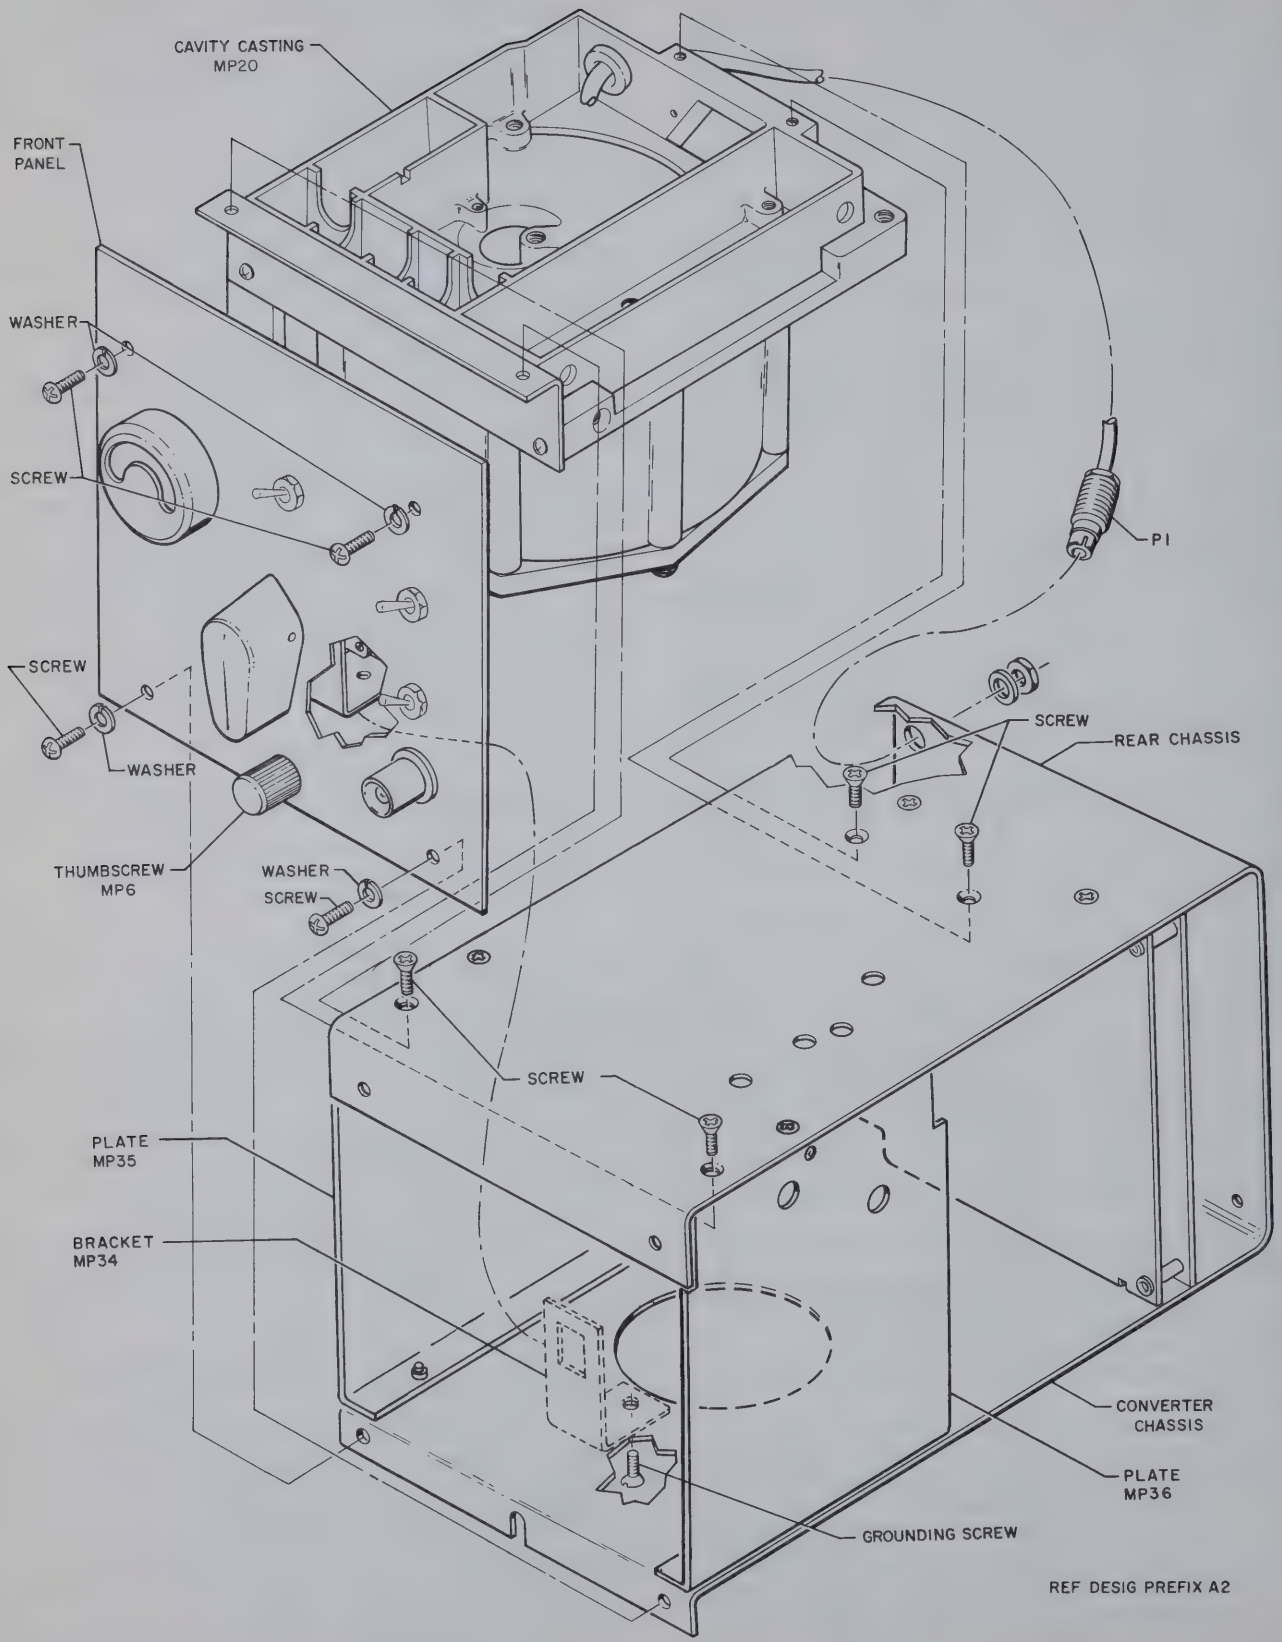
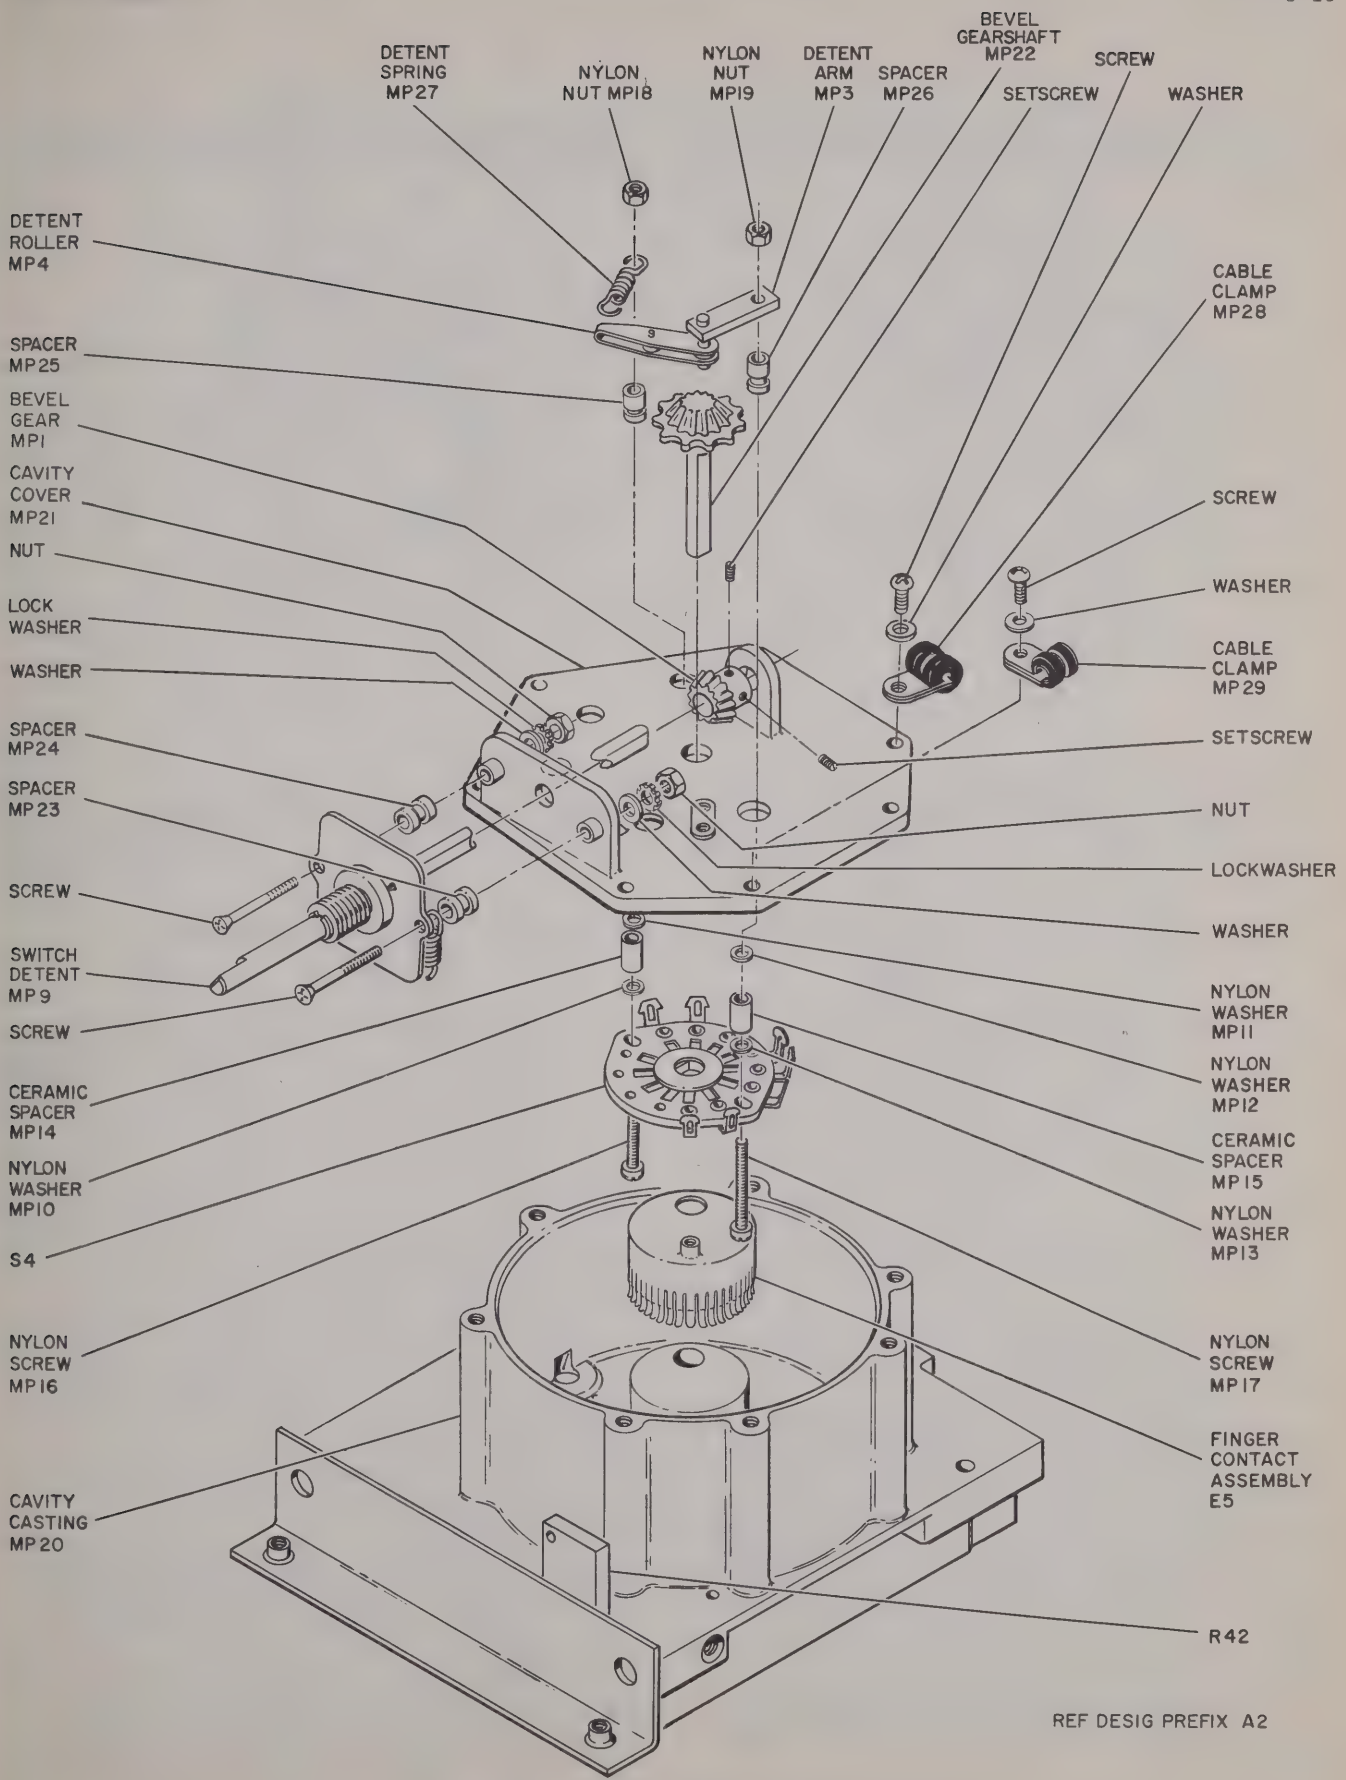
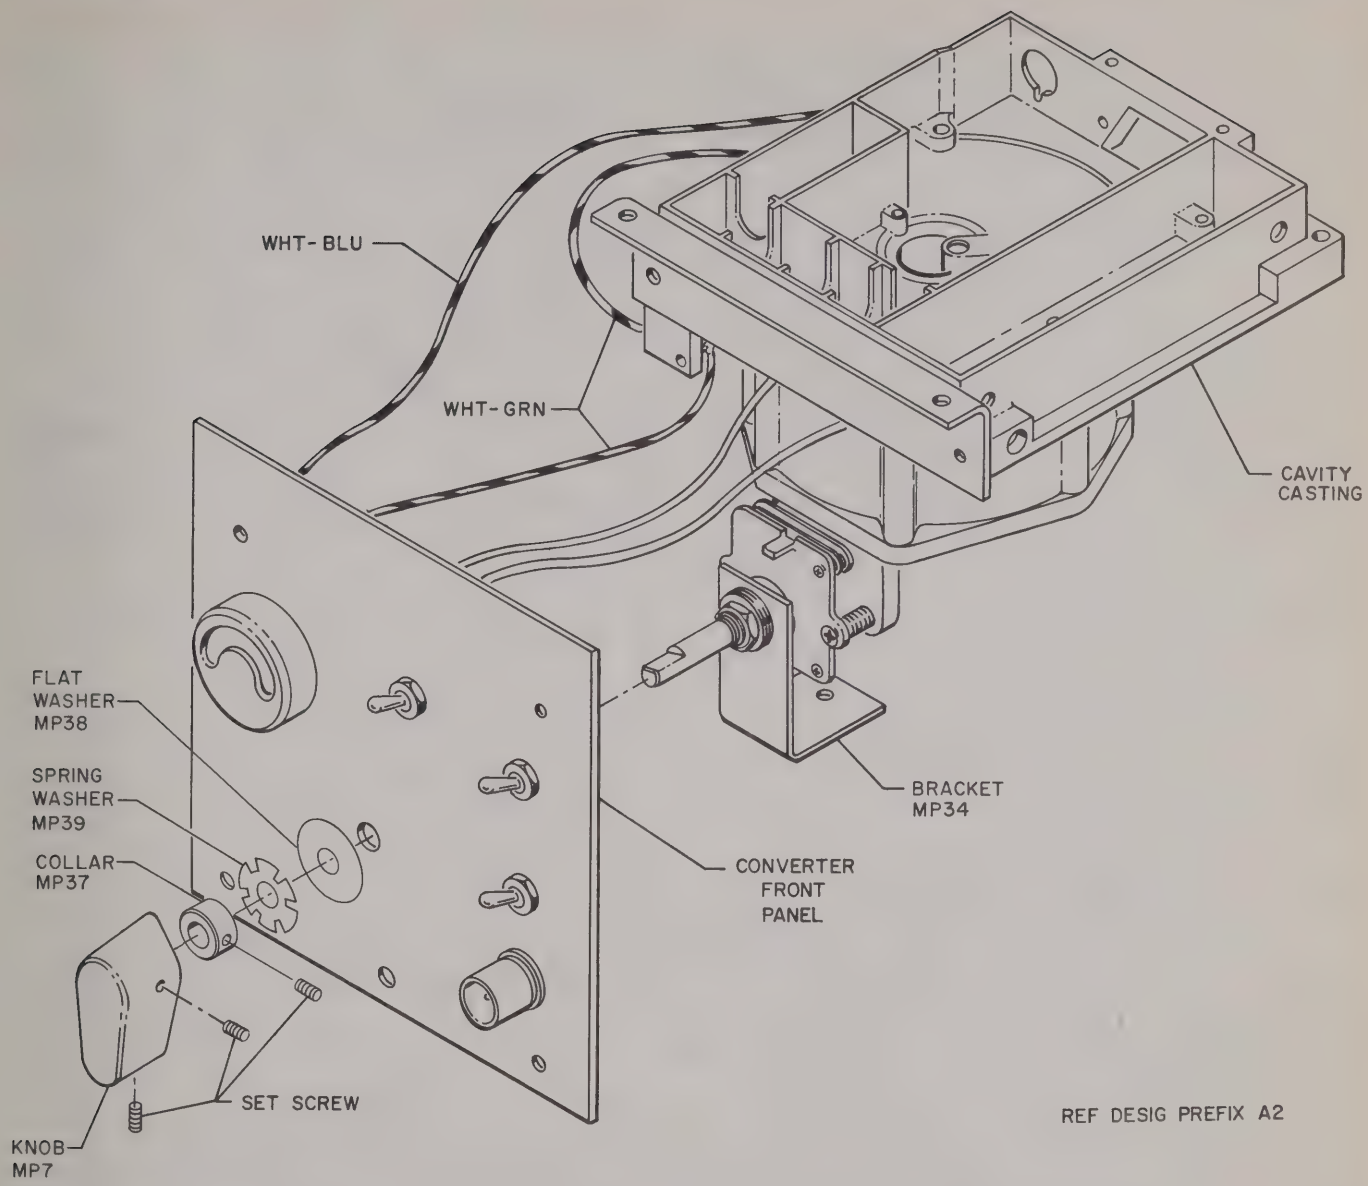

Figure 5-18. Electronic Frequency Converter A2 Exploded View, Front and Rear Chassis Separated
Figure 5-19. Cavity Casting, Exploded View
Figure 5-22. Electronic Frequency Converter A2, Front Chassis, Exploded View
(1) Set counter POWER switch to OFF.
(2) Loosen the thumbscrew at the bottom of the converter, and slide the converter out of the counter.
(3) Remove and save the four screws and washers from the front panel (figure 5-18). Remove and save three screws that fasten plate A2MP35 and remove plate.
(4) Remove and save four screws from top of converter and grounding screw.
(5) Loosen nut that secures bracket to shaft; then push bracket up so that it is free to turn, and turn it away from the bottom of the chassis.
(6) Push bottom of chassis up and unhook thumbscrew.
(7) Remove and save the outside nut and washer of connector A2P1; then slide it out of its mounting hole so that the attached coaxial cable is free to move with the cavity casting.
(8) Separate the converter chassis from the front panel and cavity casting as follows: Swing the front panel slowly clockwise until the cavity casting is mechanically free of the converter chassis and connected only by the three leads. Do not disconnect these leads.
t. ACCESS TO PARTS IN THE CAVITY CASTING.—To gain access to parts inside the cavity casting, first perform the procedure of paragraph 5-5s. Next, remove and save the seven screws and washers from the cavity cover A2MP21 (figure 5-19); then lift the cavity casting up and away.
(1) Perform the procedure of paragraph 5-5t to gain access to the switch.
(2) Unsolder the finger contact assembly A2E5 from the defective switch; then slide the finger contact assembly off the nylon bevel gearshaft A2MP22 (figure 5-19).
(1) Perform the procedure of paragraph 5-5s.
(2) Set the mixing frequency selector switch to 100.
(3) Loosen the two setscrews on the knob MP7 and slide the knob off the shaft (figure 5-22).
(4) Slide the front panel slowly forward until it clears the shaft; then tilt it down to expose the switch detent A2MP9.
(5) Remove and save the two screws, spacers A2MP23 and A2MP24, nuts, and washers that fasten the switch detent to the cavity cover (figure 5-19).
(6) Loosen the two setscrews on the bevel gear A2MP1.
(7) Slide the switch detent forward and, at the same time, slide the bevel gear toward the rear, until the shaft clears the top of the nylon bevel gear-shaft. As the bevel gear comes loose set it aside.
(1) Place the cavity cover A2MP21 (figure 5-19) over the cavity casting A2MP20; be sure that the finger contact assembly A2E5 of the cavity cover mates smoothly with the projection in the cavity casting.
(2) Align the mounting holes; then secure the cavity cover to the cavity casting by means of the seven screws and washers.
(3) Swing the converter front panel upwards toward the front of the shaft, and slide the shaft through the mounting hole.
(4) Place the knob A2MP7 on the shaft (figure 5-22) and temporarily tighten one of the setscrews on the knob.
(5) Swing the cavity casting along with the converter front panel towards the converter chassis, and align the mounting holes of the converter front panel with the mounting holes on the front of the converter chassis.
(6) Replace the four screws and washers on the converter front panel (figure 5-18). Do not tighten the screws.
(7) Replace the four screws on top of the converter chassis.
(8) Replace the thumbscrew A2MP6 within slot at the bottom of the converter chassis.
(9) Secure bracket A2MP34 to the bottom of the converter chassis by means of the grounding screw.
(10) Pass connector A2P1 (attached to the end of the coaxial cable) through the mounting hole in the converter chassis, and mount it to the converter chassis by means of the nut and washer.
(11) Loosen the setscrew on the knob tightened in step (4), turn the knob so that it points to the 100 marking on the converter front panel, and tighten both setscrews. Fasten plate A2MP35 with three screws.